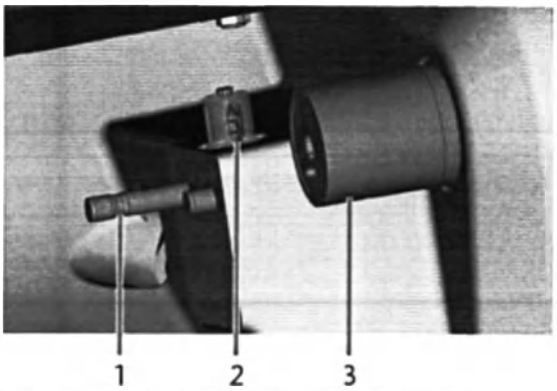

РИС. 66 – ДЕРЖАТЕЛЬ ОБОЙМЫ ИНСТРУМЕНТА, ИЗМЕРИТЕЛЬНЫЙ КЛЮЧ, ДЕРЖАТЕЛЬ БЛОКОВ (ОТМЕЧЕНО СИНИМ)
4. Очистите измерительный ключ влажной щеткой (Рис. 66 – см. ниже).